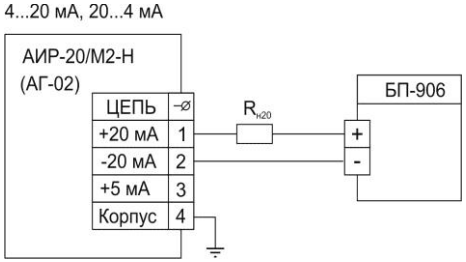

Figure 2.6
2.4.4.4 Electrical connection diagrams when using a unified current signal of 4-20 and 0-5 mA to the connector block through a cable input and a gland inlet for the AH-02 housing are indicated in Figures 2.6 - 2.12.